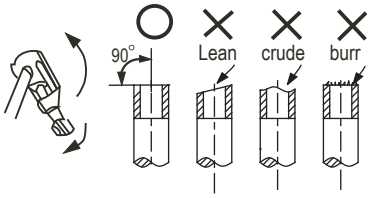

Fig.7-5
- Cut a pipe with a pipe cutter. *(Refer to Fig.7-5)*